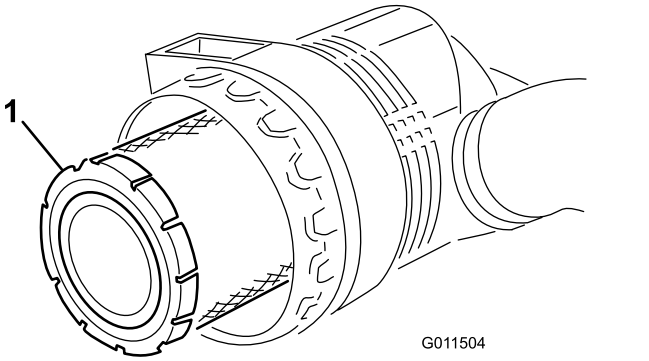

Figuur 54
4. Verwijder en vervang het voorfilter (Figuur 54).